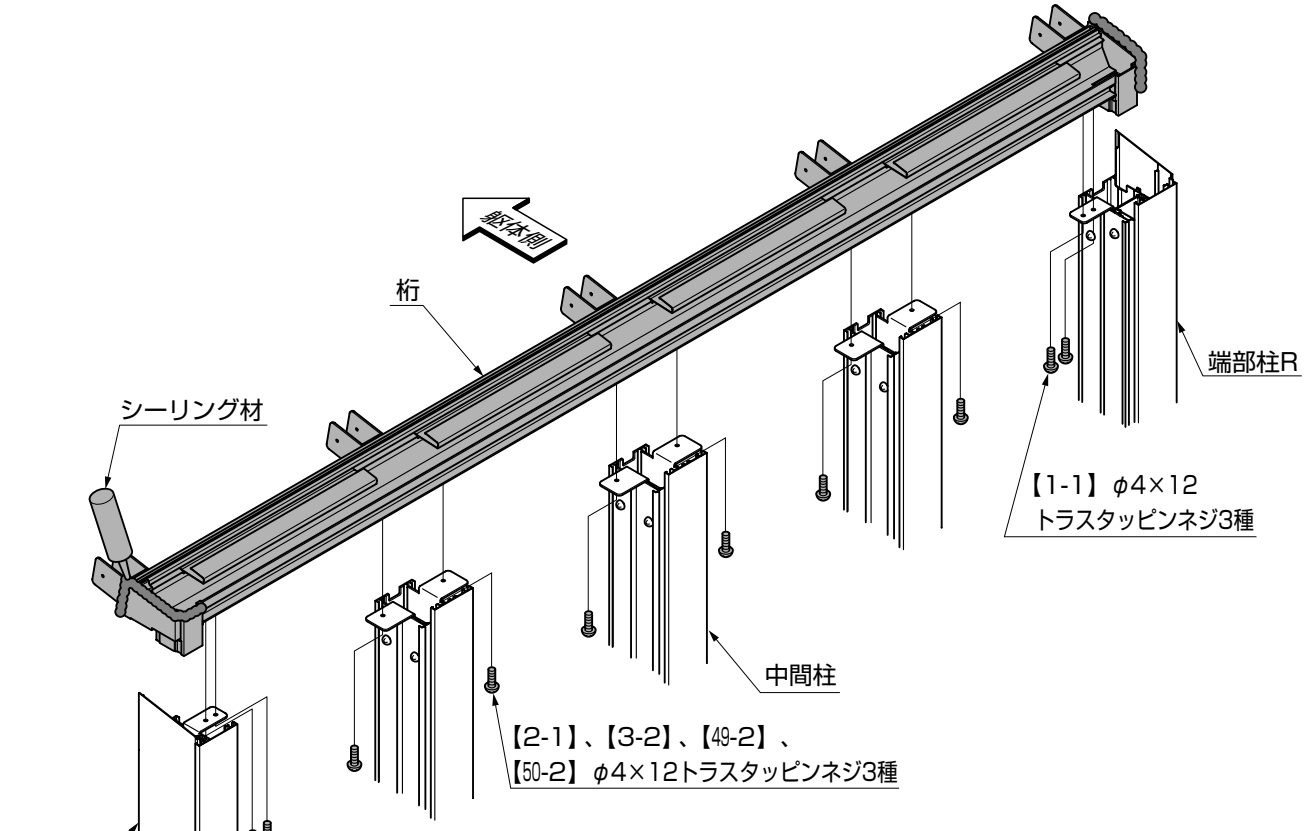

図9-1
①桁の端部をシーリングしてください。（図9-1参照）
②桁を端部柱、中間柱に【1-1】、【2-1】、または【3-2】、【48-2】、【49-2】、【50-2】で取付けてください。